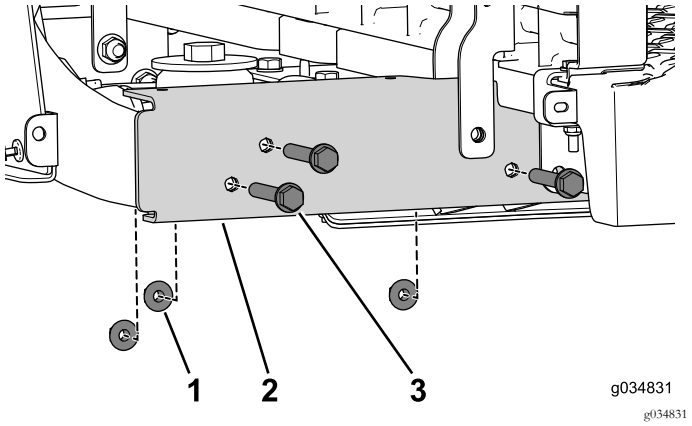

Figur 65
5. Fjern de tre flensboltene (3/8 x 2-1/2 tomme) og mutrene (Figur 65). Gjør dette på begge sider av maskinen.